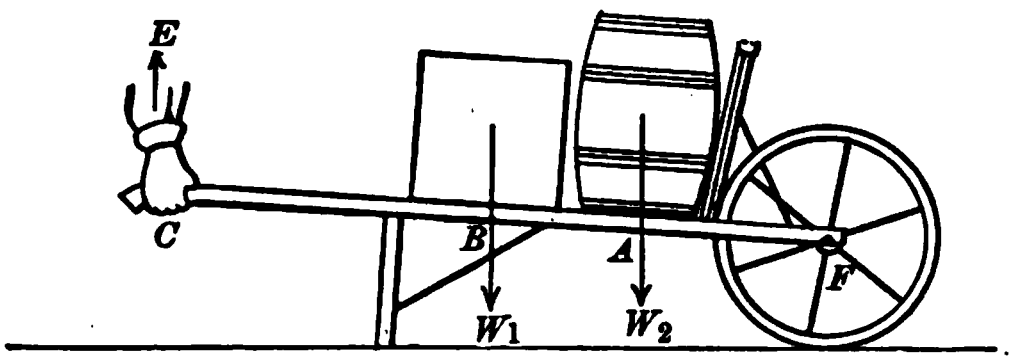

Fig. 19. Wheelbarrow with two weights.
19. Lever with two weights. It often happens that a wheelbarrow is used to carry two weights, such as two bags of cement or a box and a keg, as shown in figure 19. To get the upward pull we have merely to compute the turning effect of each of the weights W_1 and W_2 about the fulcrum F and make the sum of these effects equal to the turning effect of the upward pull or effort E. That is,